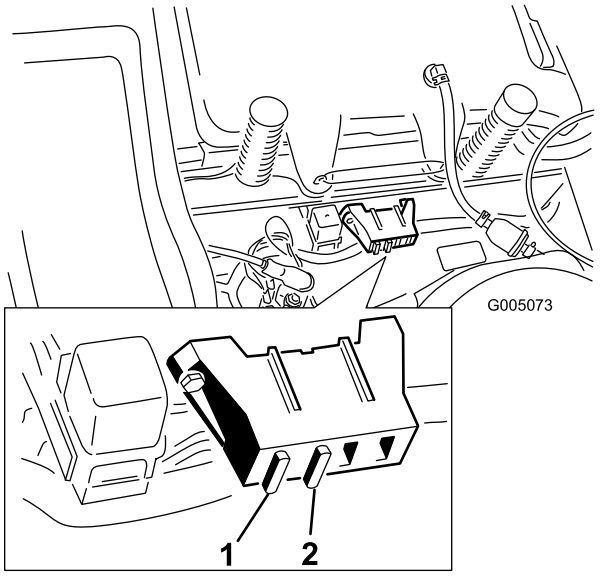

Figur 36
1. Lyft upp sätet för att komma åt säkringshållaren (Figur 36).
2. Byt ut en säkring genom att dra ut den (Figur 36).